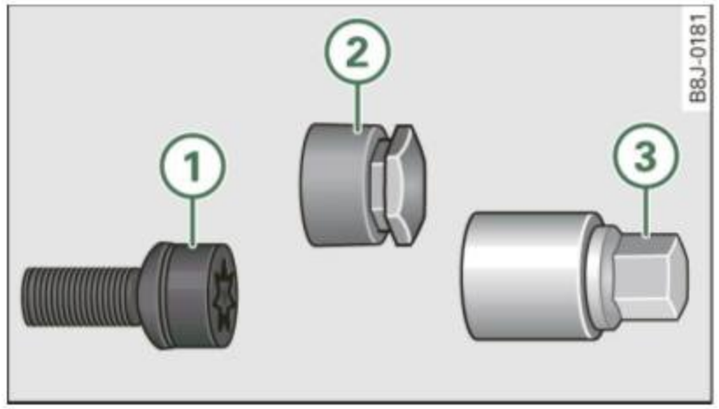

Fig. 186 Anti-theft wheel bolt with cap and adapter
– Remove the cap* ⇒ fig. 186 (2) using the plastic clip found in the vehicle tool kit.
– Insert the adapter (3) as far as it will go into the anti-theft wheel (1) bolt.
– Push the socket wrench over the adapter (3).